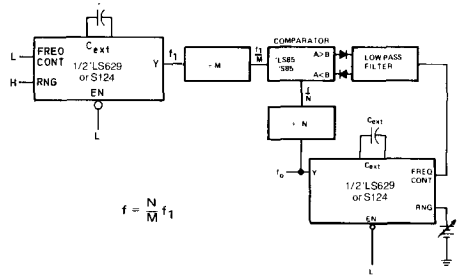

FIGURE 2—HIGH-FREQUENCY PHASE-LOCKED LOOP
b. In another method, the comparison of $\frac{f_1}{M}$ and $\frac{f}{N}$ can be performed with either an SN54LS85/SN74LS85 or SN54S85/SN74S85. The resultant $A > B$ and $A < B$ outputs from the 'LS85 or 'S85 permit the detector to be simplified to a charge-pump circuit. See Figure 2.